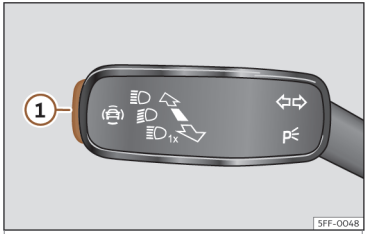

Fig. 57 En la palanca de intermitentes y de luz de carretera: tecla para los sistemas de asistencia al conductor (según versiones).
- Pulse brevemente la tecla››› **fig. 57** (1) para abrir el menú **Asistentes**.